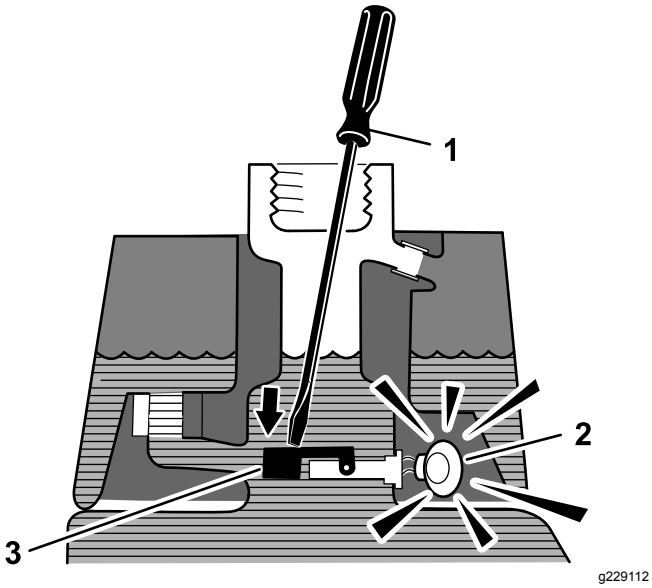

Figur 47
3. Sæt en ren stang eller skruetrækker ind i tankens studs, og tryk forsigtigt ned på svømmerkontakten (Figur 47). Alarmen bør lyde efter et sekunds forsinkelse.